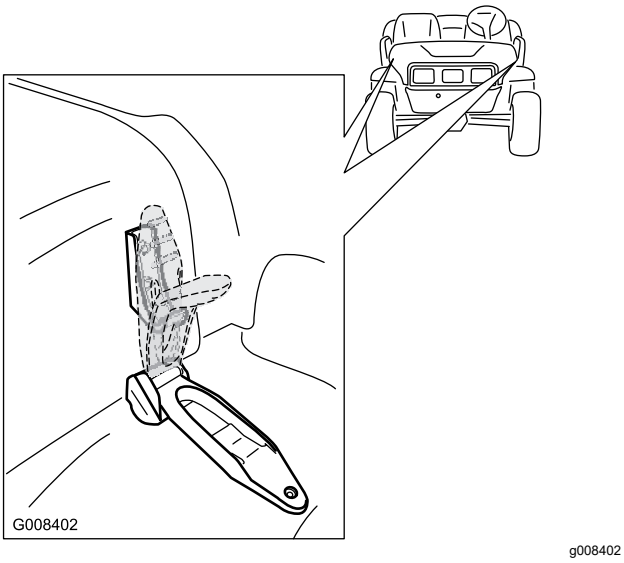

Figuur 25
1. Til de handgreep van de rubberen grendels aan weerszijden van de motorkap op (Figuur 25).
2. Bevestig de motorkap door de rubberen grendels uit te lijnen met de grendelbevestigingen aan weerszijden van de motorkap (Figuur 25).